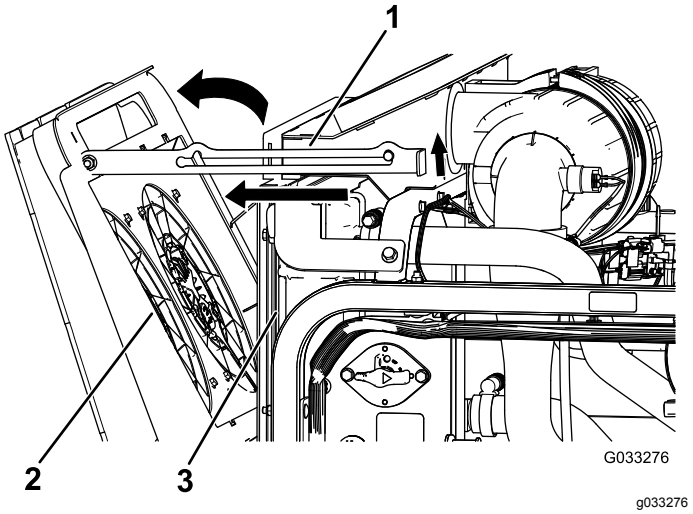

Figur 120
2. Rikta motorns kylfläktar mot kylarens bakre del och fäst stöttan i skåran (Figur 120).